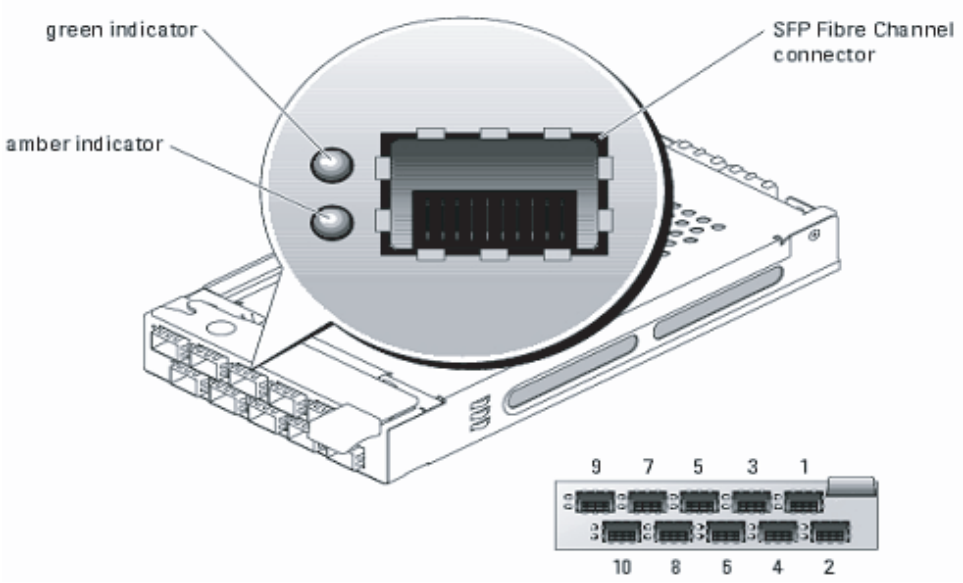

Figure 499 Pass-through example
- Alternatively, one can also install a pair of supported optical pass-through modules (Figure 499 on page 1305) which provides the external fabric components with direct access to server blades. Basically, the embedded optical pass through modules enable daughter cards to access external switches without the need to place the FC SAN switch modules into the blade server switch bays.
Table 94 explains the functionality or indicator codes of the different buttons and indicators which are common to most of the EMC supported I/O modules. Please note that the ones that are specific to the example in Figure 499 have not been listed as a part of this publication.